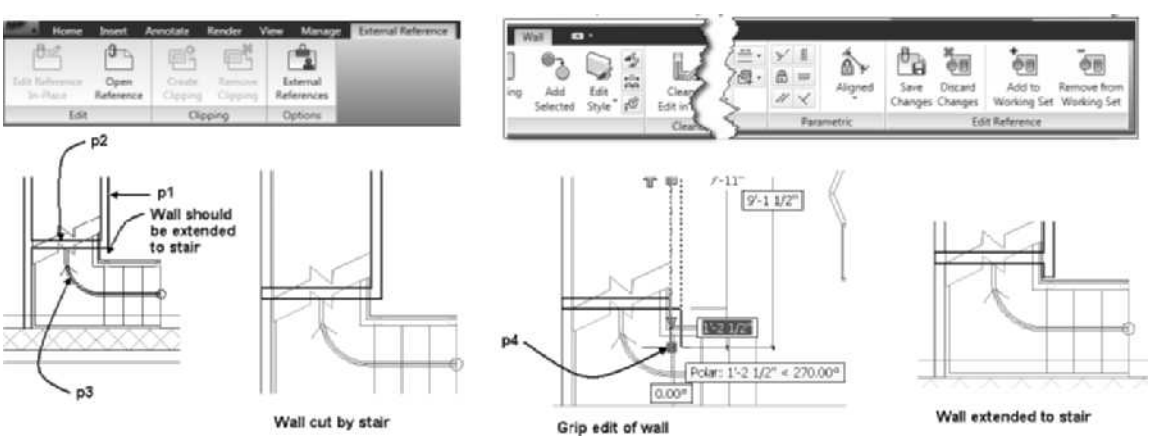

FIGURE 9.76 *Selection of walls for roof line edit*
15. After placing the stair it is obvious the interior wall in the basement should be extended to the stair. To modify the interior wall, you must edit the reference file. Select the wall at **p1** as shown in Figure 9.76 and choose **Edit Reference In Place** from the Edit panel of the External Reference contextual tab. Select the **Prompt to select nested objects** radio button and click **OK** to dismiss the Reference Edit dialog box. Select the wall at **p1** and **p2** as shown in Figure 9.76. Press ENTER to end the command. The **External Reference** contextual tab is displayed during the edit.
16. Select the wall shown at **p2** in Figure 9.76 and choose **Modify Roof Line** from the **Roof/Floor Line** flyout menu in the **Modify** panel of the **Wall** contextual tab. Respond to the workspace prompt as follows to modify the wall: